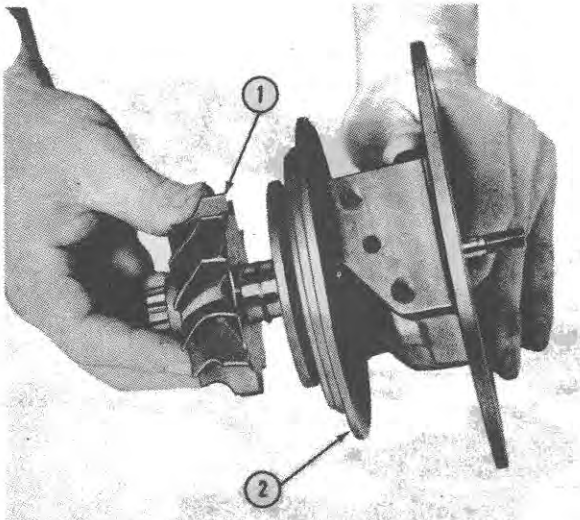

Figure 8
2. Lubricate the sealing ring with engine oil and install the turbine wheel and shaft assembly in the bearing housing as shown in Figure 8. Be caref when seating the sealing ring in the bearing housi to prevent damage to the ring or the bore.